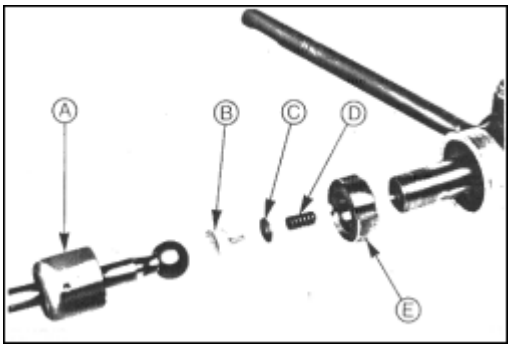

Abb.15 A = Kugelkopfgehäuse
17. Druckfedern, Stützteller, Kugelpfannen, Kontermuttern, Kugelkopfgehäuse und Spurstange anbringen, Abb.15.